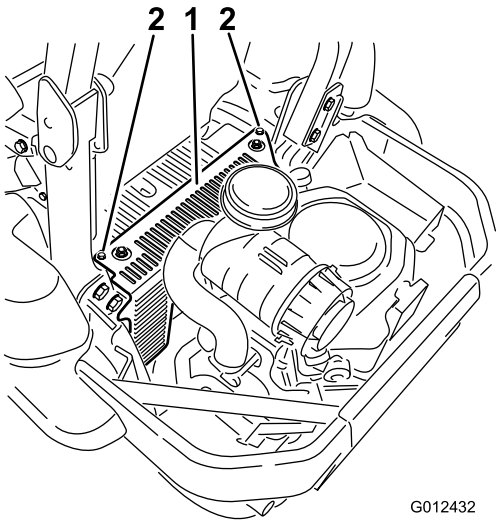

Figur 53
3. Ta bort de två skruvarna till hydraulenhetens hölje (Figur 53). Du kan nu komma åt det främre tändstiftet.
Montera hydraulenhetens hölje (Figur 53).